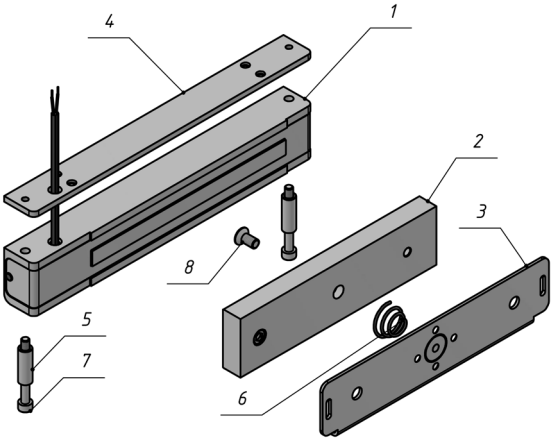

Рисунок 1- Комплект поставки замка ALM-300FR
4.5 Винт крепления якоря (поз.8 рис.1) необходимо затянуть с усилием, достаточным для исключения его отворачивания в процессе эксплуатации. Рекомендуется ставить винт на стопорящий герметик типа «Анатерм» или на нитрокраску НЦ.